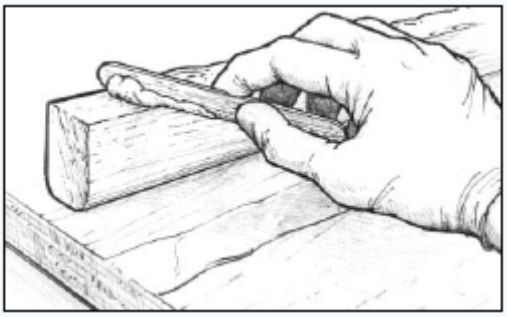

Рис. 10. Нанесите загущенный Эпоксидная смола на одну из склеиваемых поверхностей.
2. Модифицируйте смесь смолы с отвердителем, добавляя соответствующий наполнитель, пока смола не станет достаточно густой, чтобы заполнить все пустоты между склеиваемыми поверхностями и предотвратить образование обеднённых швов. Нанесите равномерный слой эпоксидной смолы на **одну** из склеиваемых поверхностей, так, чтобы при сжатии деталей из шва выдавливалось небольшое количество материала *(Рис. 10).*